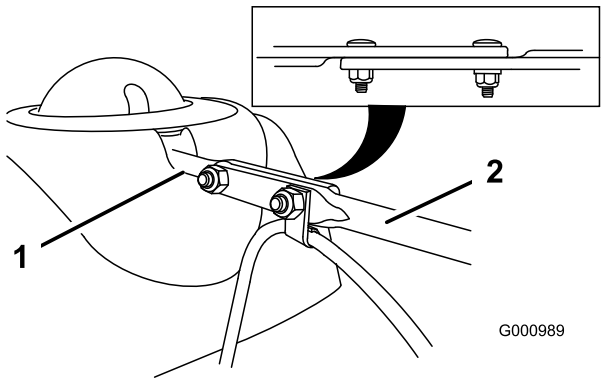

Figur 9
3. Rikta in den långa utkastarreglagestångens flata baksida efter den korta stångens flata framsida som sticker ut från kontrollpanelen, så att de ligger intill varandra (Figur 9).